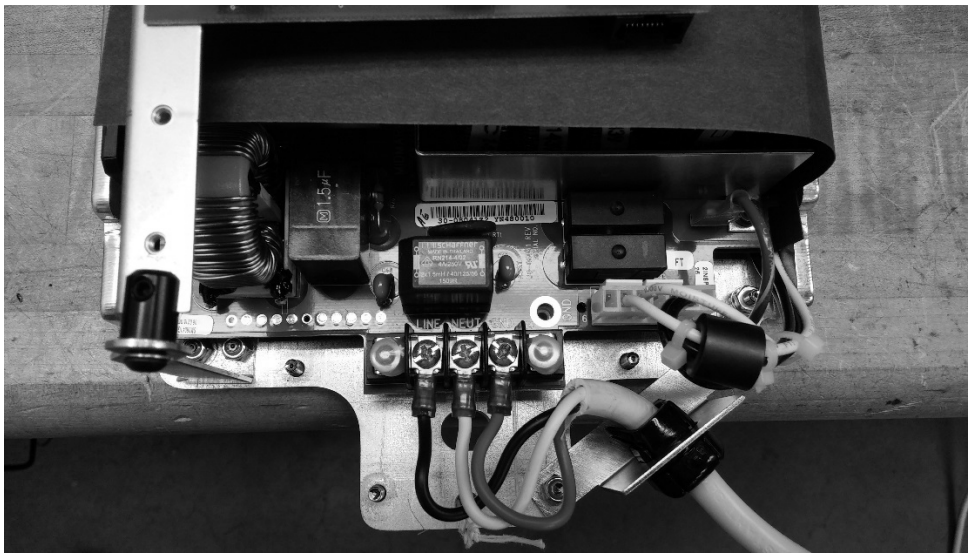

Figure 29 Power Cord Anchoring
9. Attach the bracket and strain relief as shown in *Figure 29.*